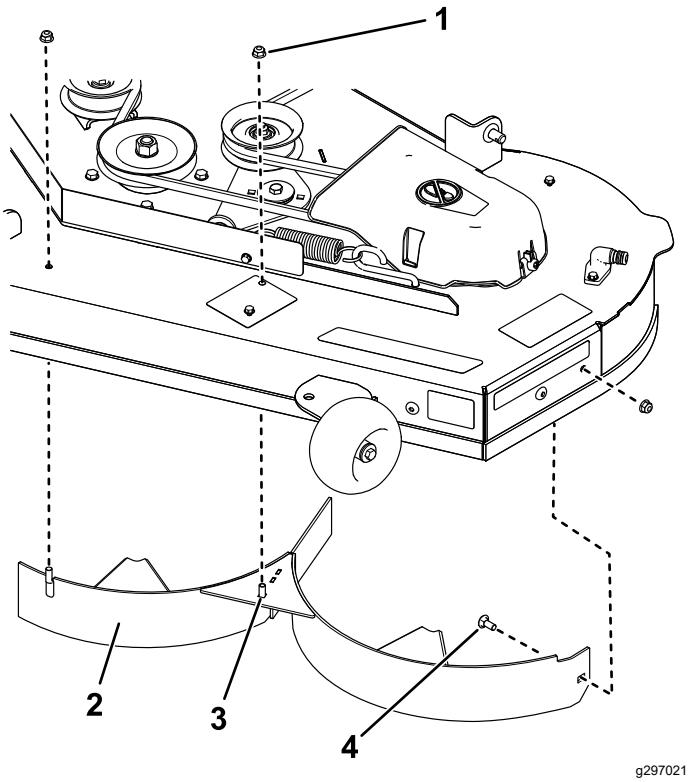

Figur 14
7. Ta bort de två låsmuttrarna (5/16 tum) från den vänstra skärmens svetsade tappar (Figur 14).
1. Låsmutter – 5/16 tum (3)
3. Svetsad tapp (2)
8. Ta bort vagnsskruven och låsmuttern som fäster den vänstra skärmen vid däcket och ta bort skärmen (Figur 14).
9. Leta reda på de två skruvarna bland de lösa delarna och använd de befintliga låsmuttrarna och montera dessa fästelement ovanpå klippdäcket i hålen som visas i Figur 14, för att förhindra att skräp slungas omkring.